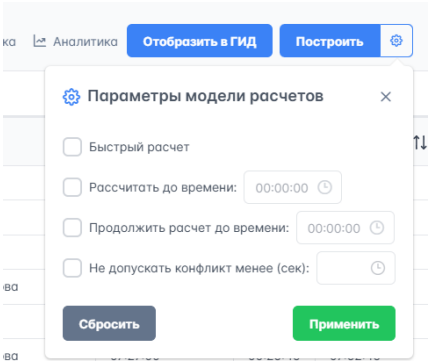

Рисунок 195 – Параметры модели расчёта
1. Нажать  справа от кнопки "Построить", откроется диалоговое окно (рисунок 195).